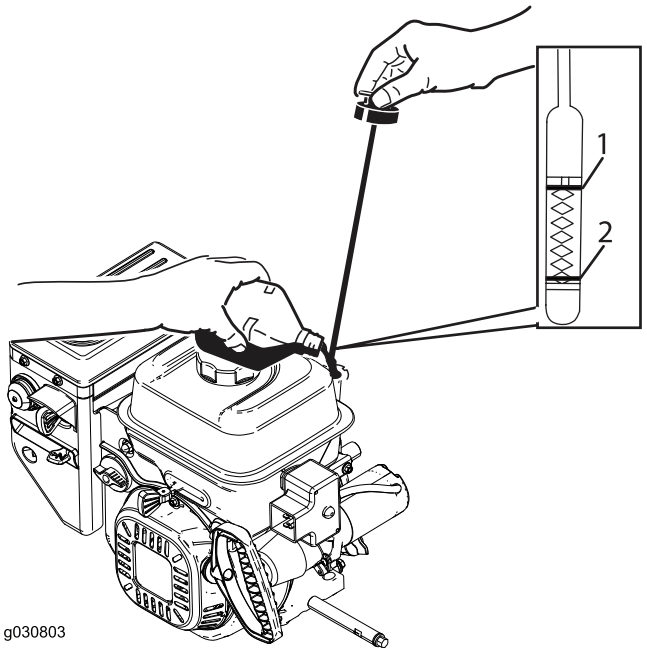

Figur 42
2. Ta ut oljestickan och kontrollera oljenivån (Figur 42). Fyll på olja om oljenivån ligger under markeringen ”Add” på stickan. Se 6 Fylla på olja i motorn (sida 9).